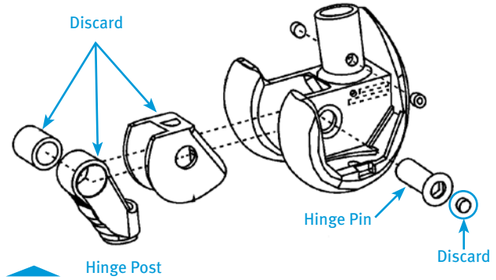

Fig. 141
- Remove and discard the Hinge Post and Polyethylene Box Insert **(Fig. 141)**.